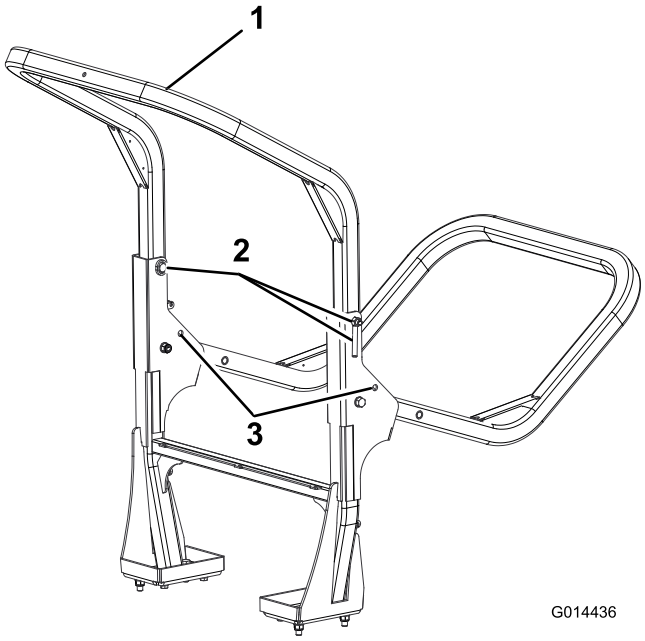

Figur 38
2. Støt det øverste stels vægt, mens du fjerner møtrikkerne, skiverne og låseboltene fra akselbeslagene (Figur 38).